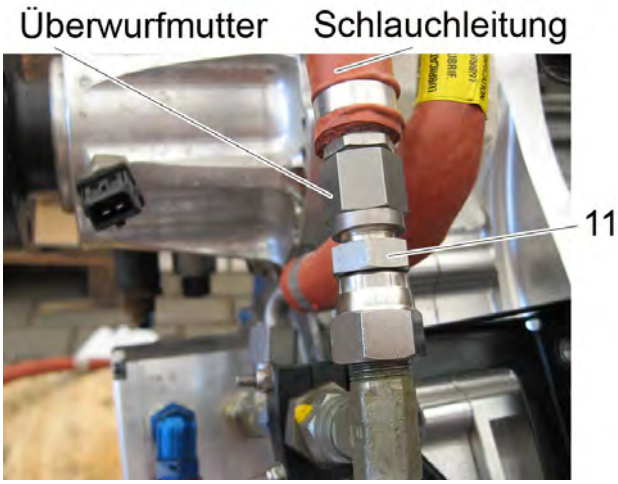

Bild 23
20. Die Überwurfmutter der Schlauchleitung an dem Adapter (item 11) befestigen und, während am T-Stück gegengehalten wird, mit dem vorgeschriebenen Anzugsmoment anziehen. Siehe Bild 23.